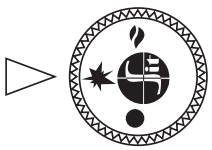

Рис. 10.
7.3. Для розжига пилотной горелки ручка управления переводится в положение **«искра»** (рис. 10).